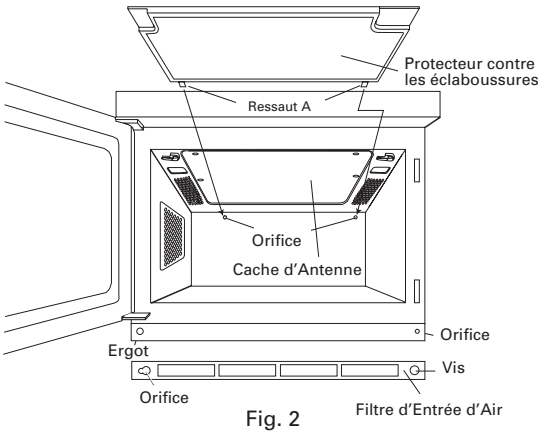

Fig. 2
Retirez le protecteur contre les éclaboussures comme indiqué Fig. 2 et séparez le cadre du couvercle.
N'oubliez pas de débrancher le cordon d'alimentation. Tournez les 2 languettes maintenant en place le couvercle du plafond du four au plafond de la cavité du four comme illustré Fig. 2, puis tirez doucement le couvercle vers le bas pour le détacher du plafond de la cavité du four. Ensuite, séparez le couvercle du cadre. Il est maintenu en place par 4 loquets.
N'oubliez pas de débrancher le cordon d'alimentation. Replacez le couvercle à l'intérieur du cadre. Insérez le ressaut A (2) dans les 2 orifices situés sur la paroi arrière de la cavité, puis insérez le ressaut B (2) dans les 2 orifices du plafond de la cavité du four comme illustré fig. 2. Puis reglissez les languettes en place.